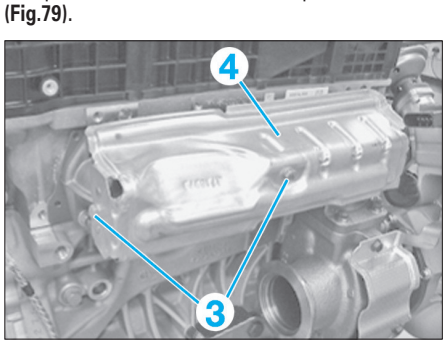

Fig. 79
• Dégager le flexible d'aspiration (2) dans le sens de la flèche.
• Déposer les vis (3) et l'écran pare-chaleur (4) **(Fig.79)**.